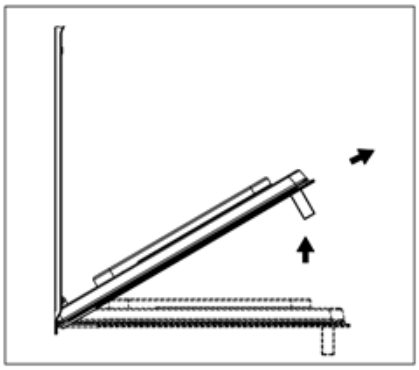

Рис. 2
- Слегка прикройте дверцу и потяните ее вверх, выведя крючки «A» из пазов (рис. 2).